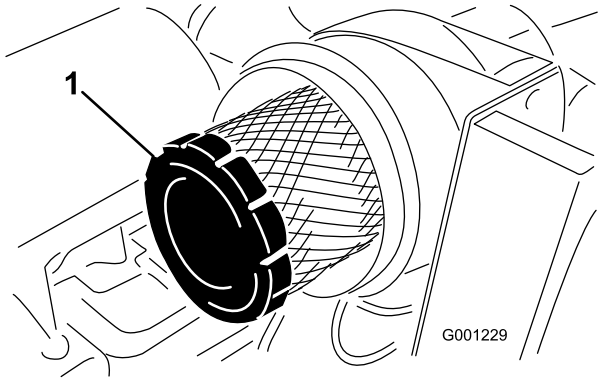

**Figuur 48**
4. Verwijder en vervang het voorfilter (Figuur 48).